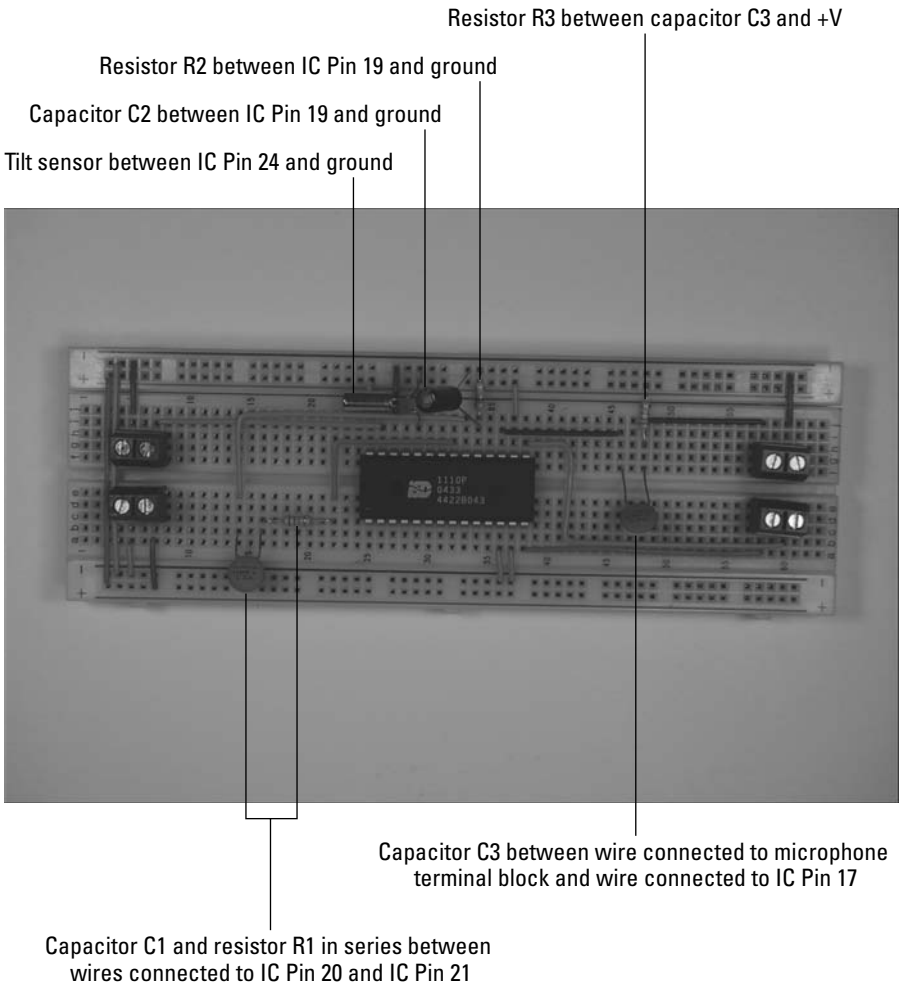

Figure 14-8: Insert discrete components on the breadboard.
5. **Insert discrete components and the tilt sensor in the breadboard, as shown in Figure 14-8.**